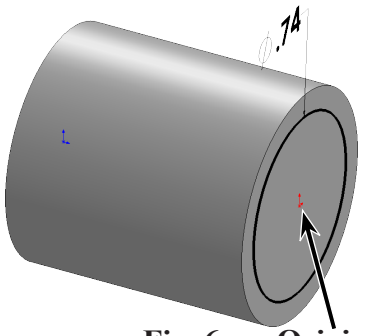

Fig. 6
Step 3. Sketch a circle at the Origin , **Fig. 6**.
Step 5. Dimension **diameter .74**, **Fig. 6**.